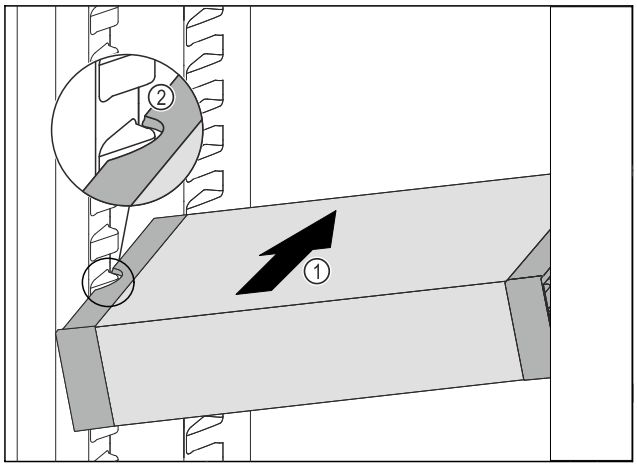

Fig. 161
▶ 将 VarioSafe 斜插入冷藏区中 *Fig. 161 (1)*，直至 VarioSafe 的 侧部凹槽 *Fig. 161 (2)* 与冷藏区中的容器肋梁持平。